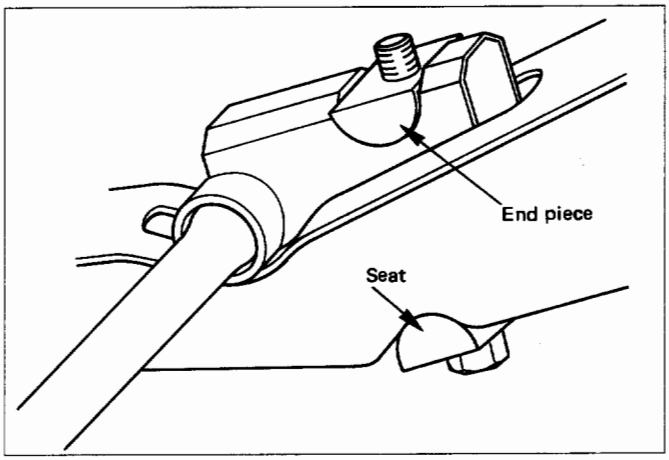

Fig. 3C-11
1. Adjust bolt and seat (Fig. 3C-12)